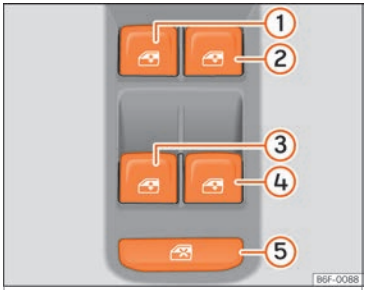

Fig. 96 Pormenor da porta do condutor: comandos para as janelas.
Com o interruptor de segurança ››› Fig. 96 (5) da porta do condutor é possível desativar os botões de acionamento das janelas das portas traseiras.